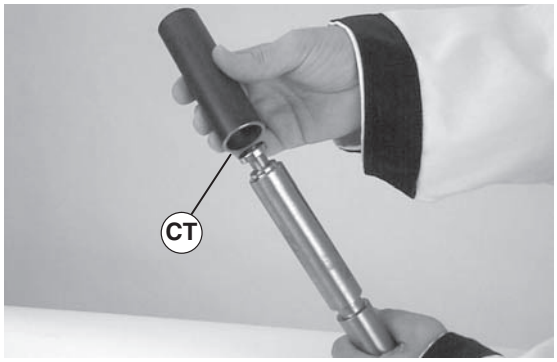

Figure 54
3. Slide the sleeve of tool (part # 450282) (Figure 54, item CT) over bearing.